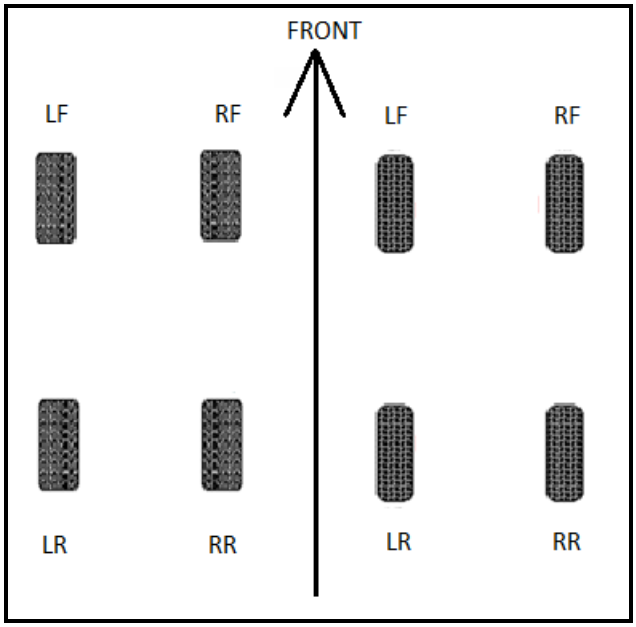

FIGURE 2 (4)
2.2 There are two possible options to ensure equal tyre wear and it is important to rotate the wheels every 10 000 km. Copy FIGURE 2 in the ANSWER BOOK and indicate, with arrows, the two options of the path of wheel rotation between the wheels.